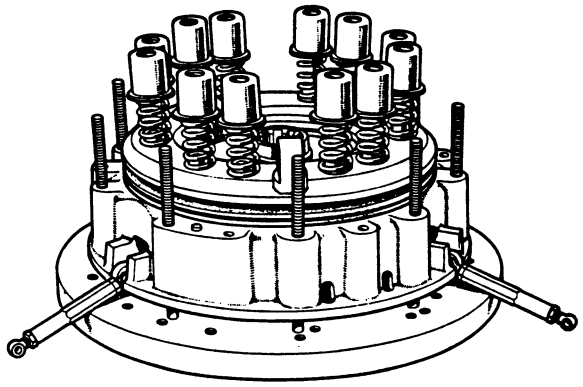

Figure 26. ASSEMBLING TRANSMISSION CLUTCH
4. Fit the dark blue/light green thrust springs on pressure plate and, after lightly smearing the inside of cover apertures with anti-scuffing paste, align assembly marks and place cover over springs, taking care that the cover does not bind on the pressure plate lugs. Screw a nut, *with a flat washer underneath,* on each of the nine long bolts. Tighten nuts evenly and by diametrical selection, until the assembly is clamped firmly against baseplate. Replace and fully tighten the short bolts attaching cover to separator housing. (Fig. 26.)